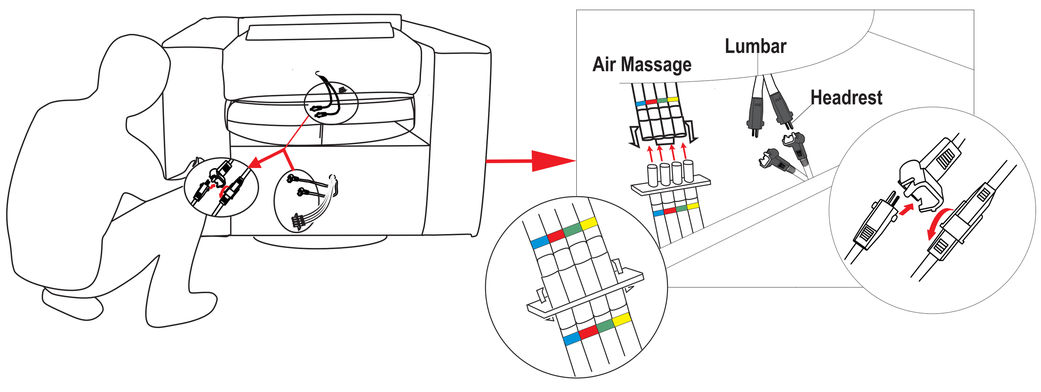

Figure 3
Connect the Headrest and Lumbar cables, and Air Massage tubes between the Back (A) and the Seat (B). (See Figure 3.)